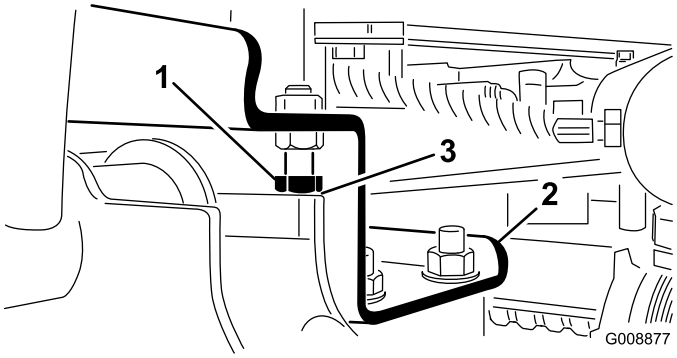

Figur 26
A. Træk stopboltene tilbage og juster cylinderen, så afstanden opnås (Figur 26).
2. Sørg for, at afstanden mellem hver løftearm og stopbolt er 0,13-1,02 mm (Figur 26).